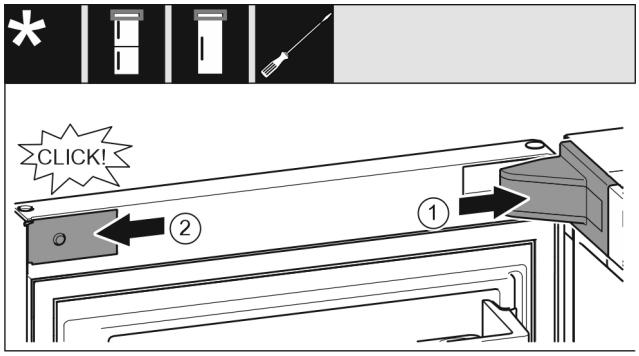

Fig. 25
- ▶ Mettre en place le cache du support de palier *Fig. 25 (1)* et l'enclencher. Au besoin, l'écarter avec précaution.
- ▶ Placer le cache *Fig. 25 (2)* sur le côté et l'enclencher.